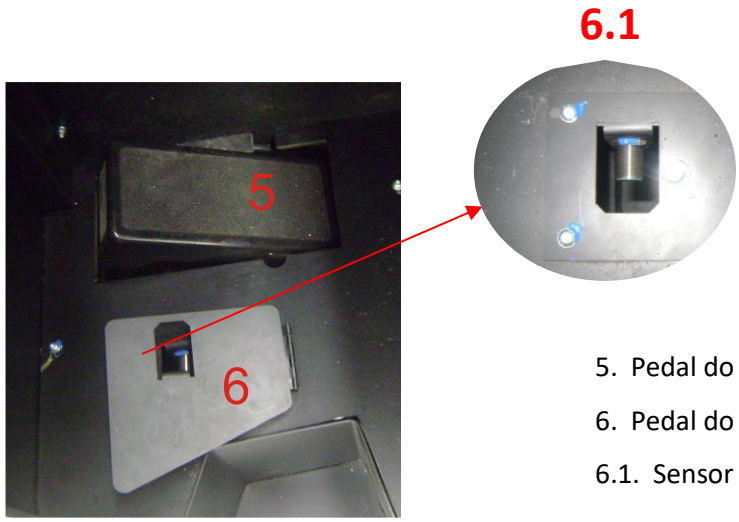

FIGURA 3
1. Pressionar o pedal do homem morto (6-FIGURA 3).
3. Pressionar suavemente o acelerador (5-FIGURA 3).